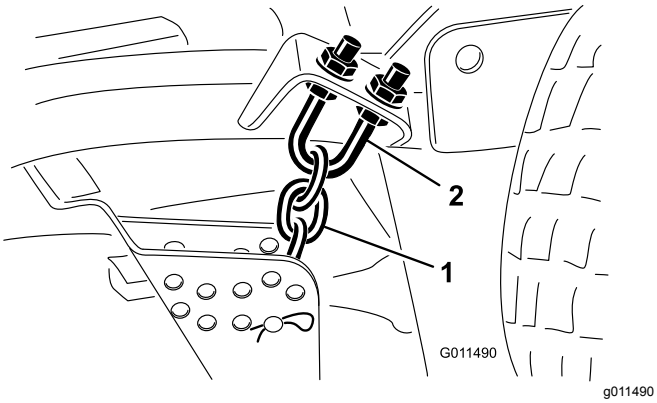

Figuur 104
1. Draai de contramoeren op de bovenkant of de onderkant van de U-bout van de maaihoogteketting los (Figuur 104).